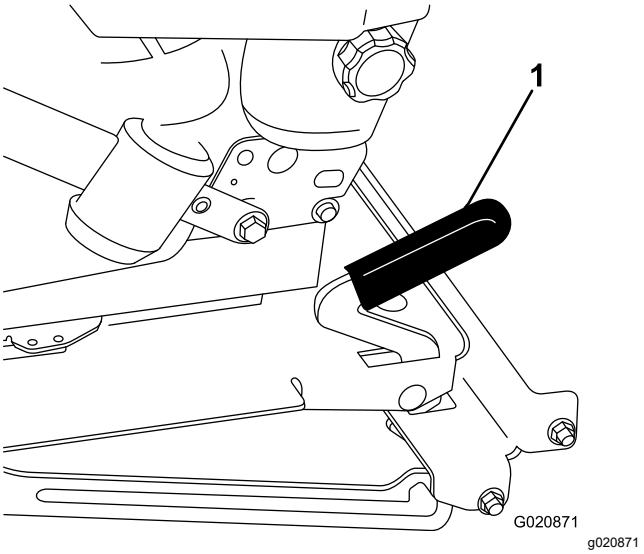

Figuur 17
2. Trek de stoelvergrendeling naar voren en til de stoel op om deze te ontgrendelen (Figuur 17).